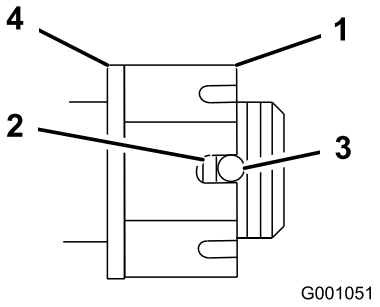

Figur 49
4. Spænd møtrikken med udskæring til 170 Nm (Figur 49).
5. Kontroller afstanden fra bunden af udskæringen i møtrikken til hullets indvendige kant. To gevind eller mindre skal være synlige (Figur 49).
7. Spænd møtrikken med udskæring til 170 Nm (Figur 49).
8. Spænd møtrikken, indtil næste sæt udskæringer rettes ind med hullet i akslen (Figur 49).